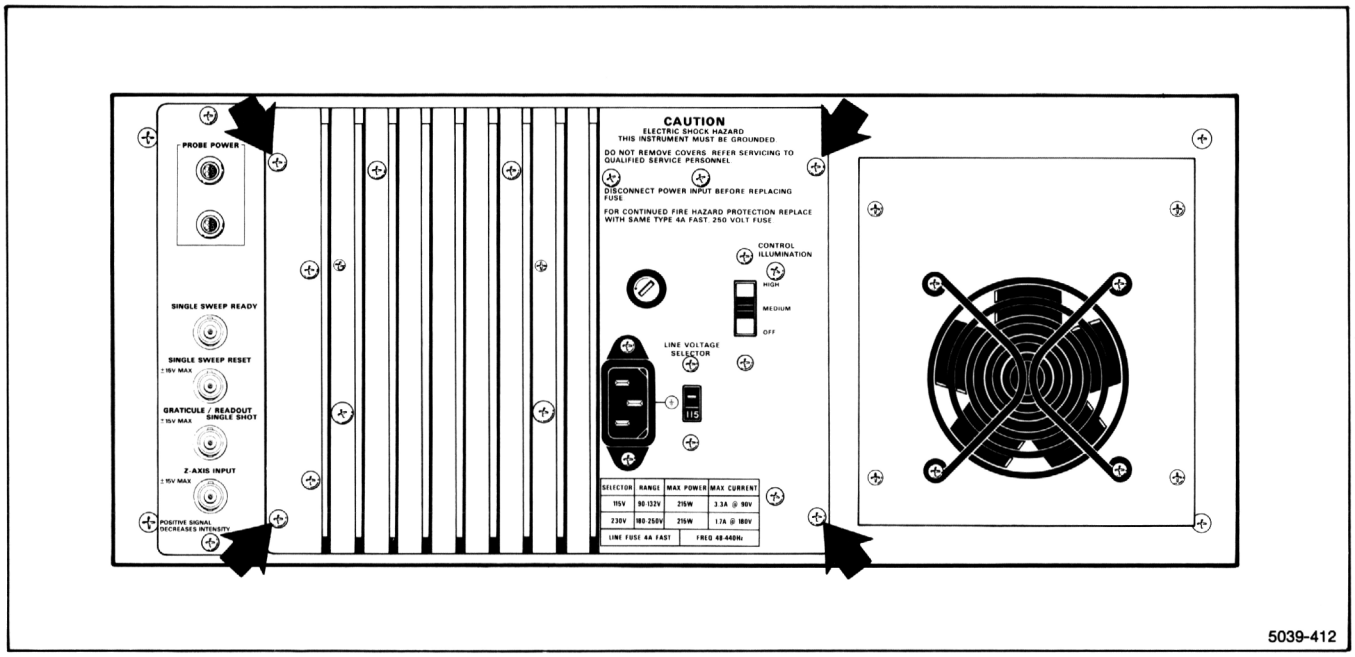

**Figure 4-11. Screws that retain the Power Supply.**
- Remove the four screws which hold the power supply to the rear frame of the instrument (see Fig. 4-11).